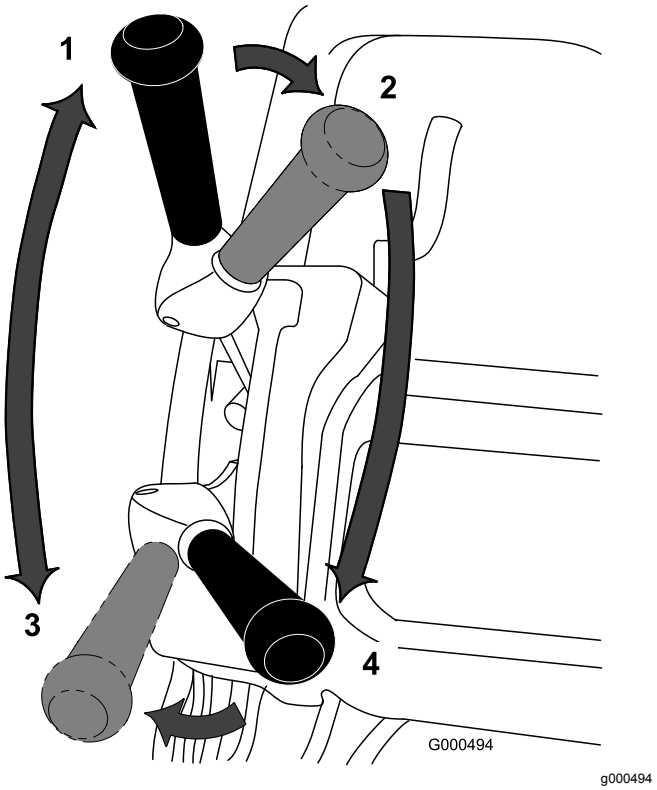

Figuur 23
1. Start de motor, zet de gashendel op lage snelheid, duw de handgreep omlaag om de maai-eenheid omhoog te brengen, druk de dodemanshendel in, zet de tractiehendel en de aandrijfhendel van de messenkooi in de stand VOORUIT (transport) en ga met de maaimachine naar de rand van de green (Figuur 23).
2. Zet de hendel in de stand NEUTRAAL (Figuur 23).
3. Zet de hendel naar de stand tractie - NEUTRAAL en de aandrijving messenkooi - UIT (Figuur 23).
4. Zet de hendel naar de stand tractie - VOORUIT en de aandrijving messenkooi - AAN (Figuur 23), geef meer gas totdat de machine de gewenste snelheid heeft bereikt. Duw vervolgens de machine de green op, laat de maai-eenheid neer en begin met maaien.